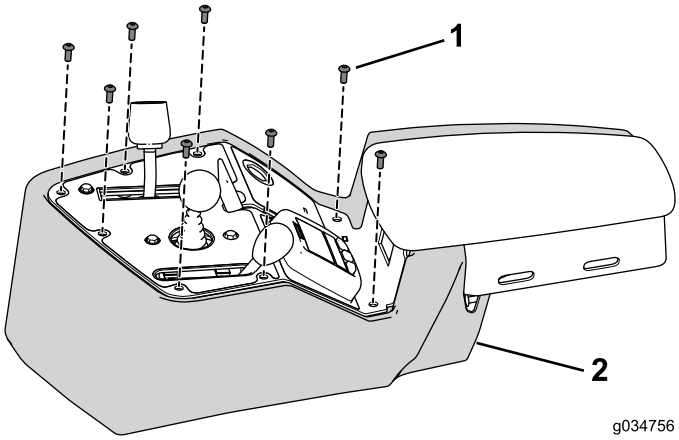

**Figura 31**
1. Utilize os oito parafusos que retirou anteriormente para prender a cobertura da consola no conjunto da consola (Figura 31).